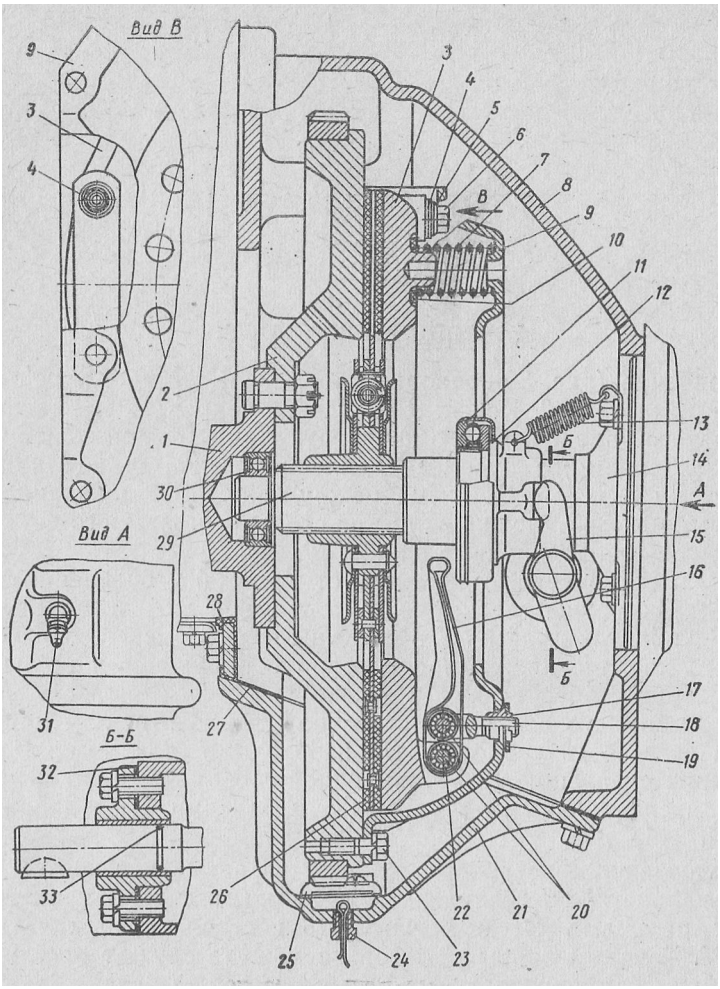
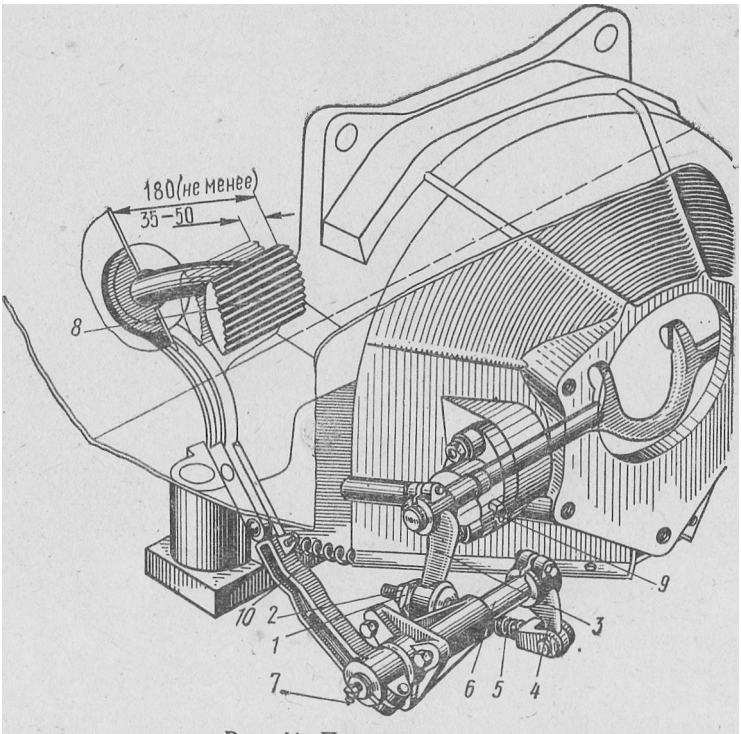

Рис. 39. Сцепление;
Рис. 41. Привод сцепления:
Сцепление (рис. 39) однодисковое, сухое, установлено в литом чугунном картере *8*. Кожух *9* сцепления закреплен на маховике *2* коленчатого вала 1 восемью центрирующими (специальными) болтами *23*. Нажимное усилие сцепления создается шестнадцатью пружинами 7, установленными между кожухом *9* сцепления и нажимным диском 3. Под пружины со стороны нажимного диска подложены теплоизоляционные шайбы *10*.
Для выключения сцепления служит педаль *8* (рис. 41), установленная на кронштейне, закрепленном на левом лонжероне рамы автомобиля. Нижний конец педали связан регулируемой тягой *5* с рычагом 3 вилки выключения сцепления. Ход педали ограничен упором в пол кабины. Вилка выключения сцепления *15* (см. рис. 39) перемещает муфту 12, на которой установлен подшипник 11. Подшипник, нажимая на концы рычагов *16,* выключает сцепление. Подшипник *11* выключения сцепления имеет постоянный запас смазки, закладываемой на заводе-изготовителе подшипников, и при эксплуатации и ремонте его не смазывают. При необходимости этот подшипник заменяют новым.
1. Отвернуть контргайку *2* (рис. 41).
При правильно отрегулированном приводе сцепления зазор между концами рычагов *16* (см. рис. 39) и подшипником выключения сцепления должен быть равен 3—4 мм.